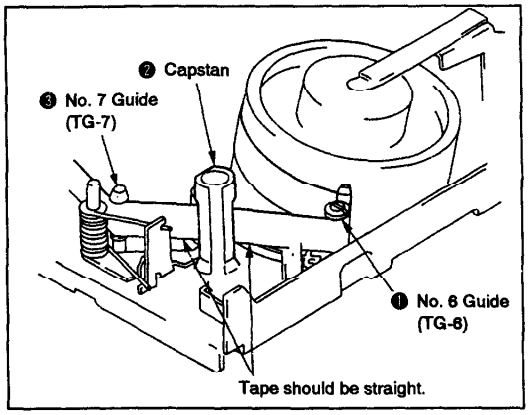

Fig. 4-15.
4-8-2. Rising Check (See Fig. 4-15.)
4) Set the playback mode and confirm that the RF waveform rises flat within 2 seconds. Also confirm that the tape is not bent around the pinch roller (See Fig. 4-15).